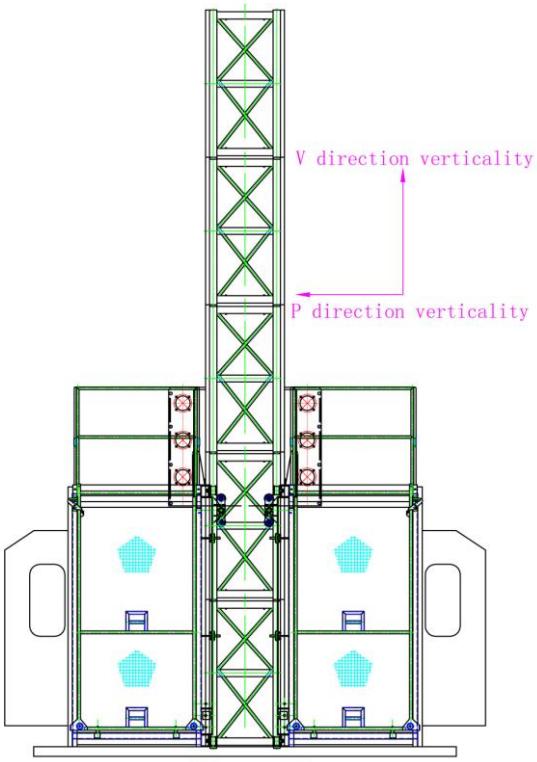

Figure 6
4.4.6 When the driver bracket is finished, the next step is two mast sections. (See figure 6)
4.4.7 Check the verticality of guide rail bracket with theologize, In the two mutually perpendicular direction errors are not exceed 5mm. (see figure 6)
4.4.8 If the verticality meets the requirement, then the foundation can be fixed by holding down bolt. (See figure 6)